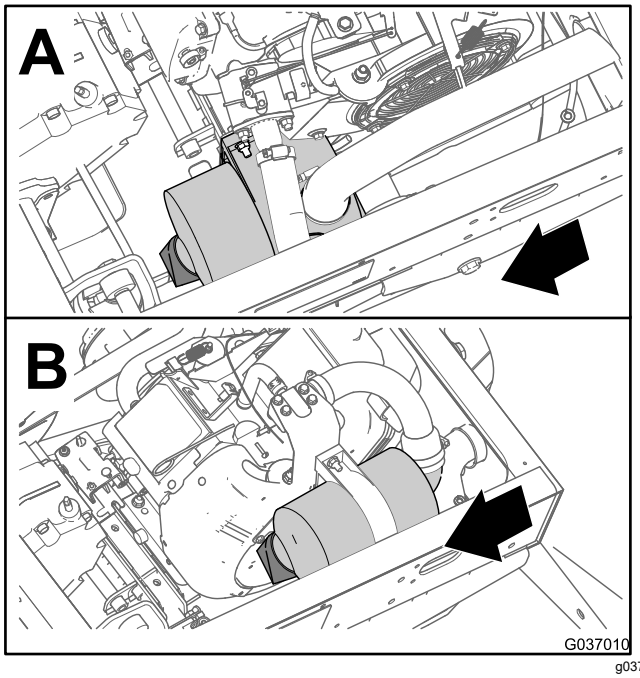
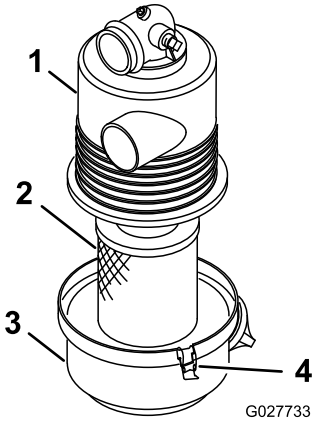

Figuur 32
Figuur 33
2. Controleer de luchtfilterbehuizing op beschadigingen die een luchtlek zouden kunnen veroorzaken (Figuur 32 en Figuur 33).
3. Open de sluitingen waarmee het deksel van het luchtfilter is bevestigd aan het luchtfilterhuis (Figuur 33).
4. Maak het luchtfilterdeksel los van de luchtfilterbehuizing, en reinig de binnenkant van het deksel (Figuur 33).
3. Steek het luchtfilterelement in de luchtfilterbehuizing (Figuur 33).
4. Lijn het deksel van het luchtfilter uit met de luchtfilterbehuizing (Figuur 33).
5. Bevestig het deksel met de vergrendelingen aan de behuizing (Figuur 33).